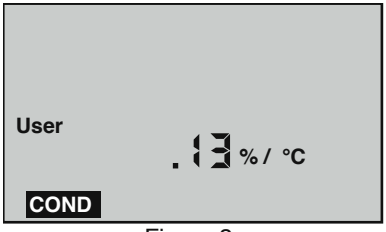

Figure 2
b. With User mode now selected, press CAL/MCLR. You may now adjust a temperature compensation from .00%/°C to 9.99%/°C, by pressing ▲/MS or MR/▼. See example in Figure 2.